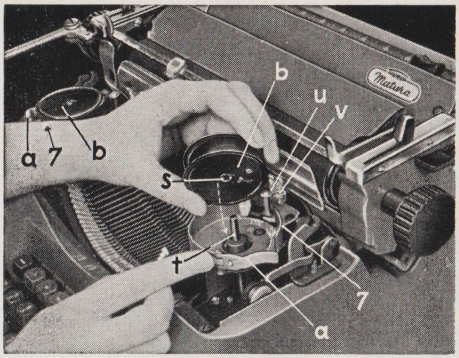
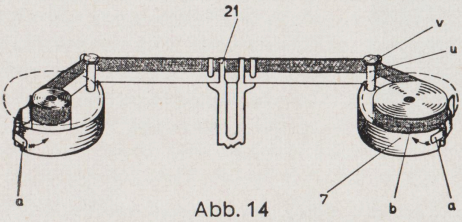

Abb. 13
Abb. 14
Die Spulen (b) lassen sich rasch und sicher auf die Spulenwelle setzen, wenn eines der drei Mitnehmerlöcher (s) mit dem Mitnehmerstift (t) fluchtet (Abb. 13). Das neue Farbband wird nach dem Aufsetzen der Spulen (b) links und rechts zwischen die Rollen (u) und Führungswinkel (v) der automatischen Farbbandumschalter gelegt (Abb. 14) und in die Farbbandgabel (21) eingehängt.